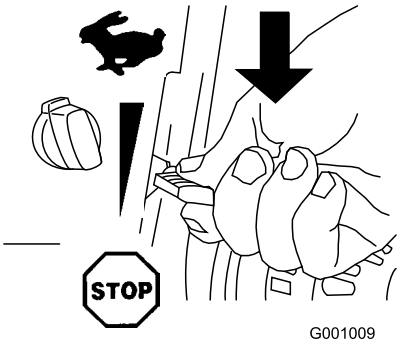

Figur 26
1. Flytta gasreglaget till läget Stop (Figur 26).